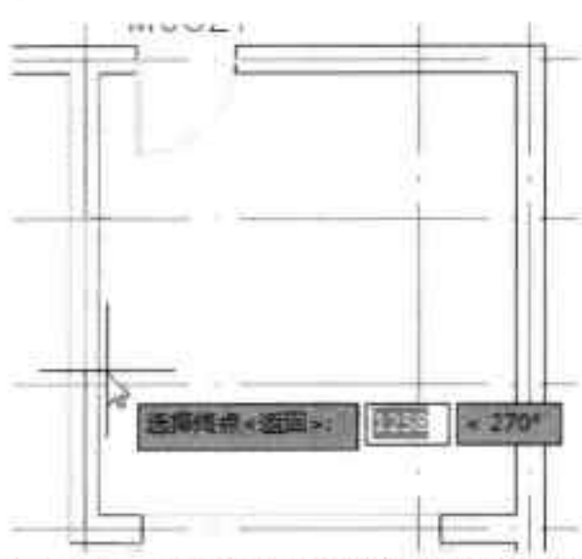

图16-154 选择分段墙体的起点和终点
Step 01 执行“墙体 > 墙体分段”命令，在“墙体分段设置”对话框中，设置好分段墙体的厚度值，然后根据命令行提示，在一段墙体中选择分段的起点和终点，如图 16-154 所示。